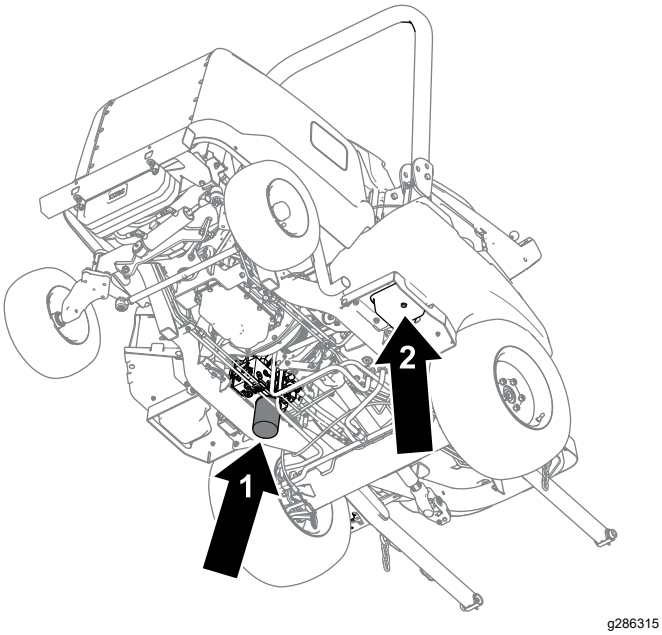

Figuur 81
4. Verwijder de aftapplug (Figuur 81) uit de bodem van de tank en laat de hydraulische vloeistof in de bak lopen.
6. Plaats een opvangbak onder het filter (Figuur 81), verwijder het filter en laat resterende olie lekken in de bak.